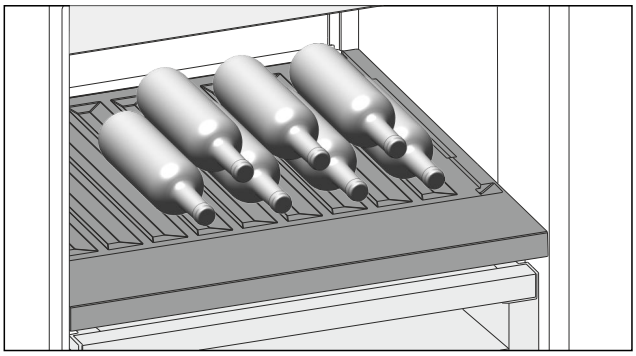

Fig. 108 Esimerkkikuva
▶ Aseta pullot niin, että pohja osoittaa taaksepäin takaseinää vasten. (katso Fig. 108)